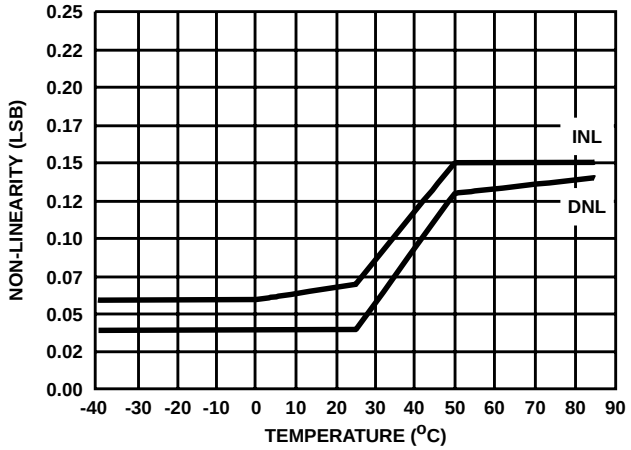

FIGURE 6. NON-LINEARITY vs TEMPERATURE
1. The voltages listed are the ideal centers of each output code shown as a function of its associated reference voltage See Ideal Transfer Curve Figure 6. The output code should exist for an input equal to the ideal center voltage $\pm^1/_2$ of the step size.